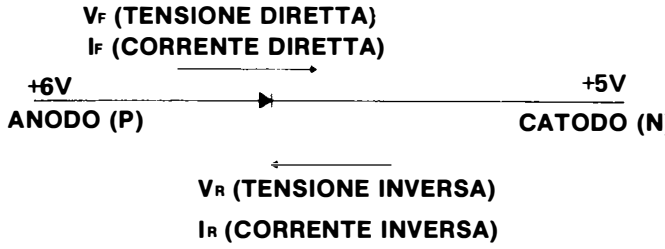

Figura 6.4
Un diodo lascia passare la corrente nella direzione diretta e blocca la corrente nella direzione inversa, come si vede in Figura 6.4.
Si noti che la direzione, adesso, è quella di una corrente convenzionale. Il comportamento del diodo è dato dalla relazione fra la tensione (V) e la corrente (I). Si definisce tensione diretta (V_F) la quantità di cui la tensione anodica supera la tensione catodica (ricordate che stiamo parlando di tensione positiva - cioé della pressione del fluido immaginario di Franklin). In figura 6.4 la tensione diretta è 1 V, giacché la tensione anodica (+6) supera la tensione catodica (+5) di 1 V. La corrente diretta (I_F) è, semplicemente, la quantità di corrente a una data tensione diretta.